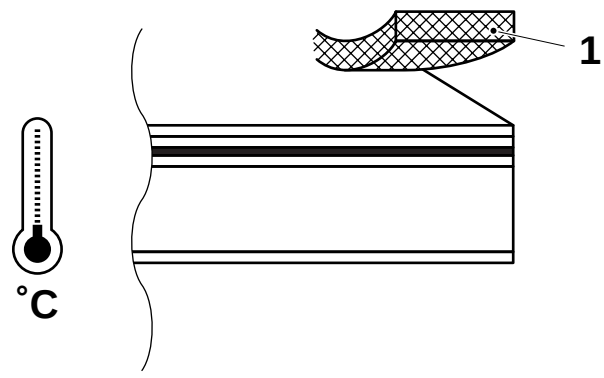

fig. 7
- la tira (1) se despega dejando intactas las capas internas del envase (fig. 7). Esto puede deberse a que la temperatura de soldadura es demasiado baja.